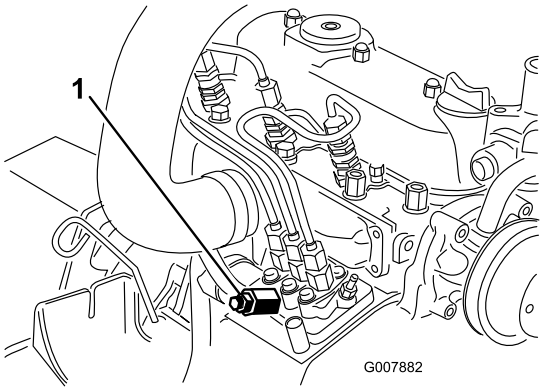

**Figur 43**
3. Placer en klud under udluftningsskruen på brændstofindsprøjtningspumpen, og åbn skruen (Figur 43).